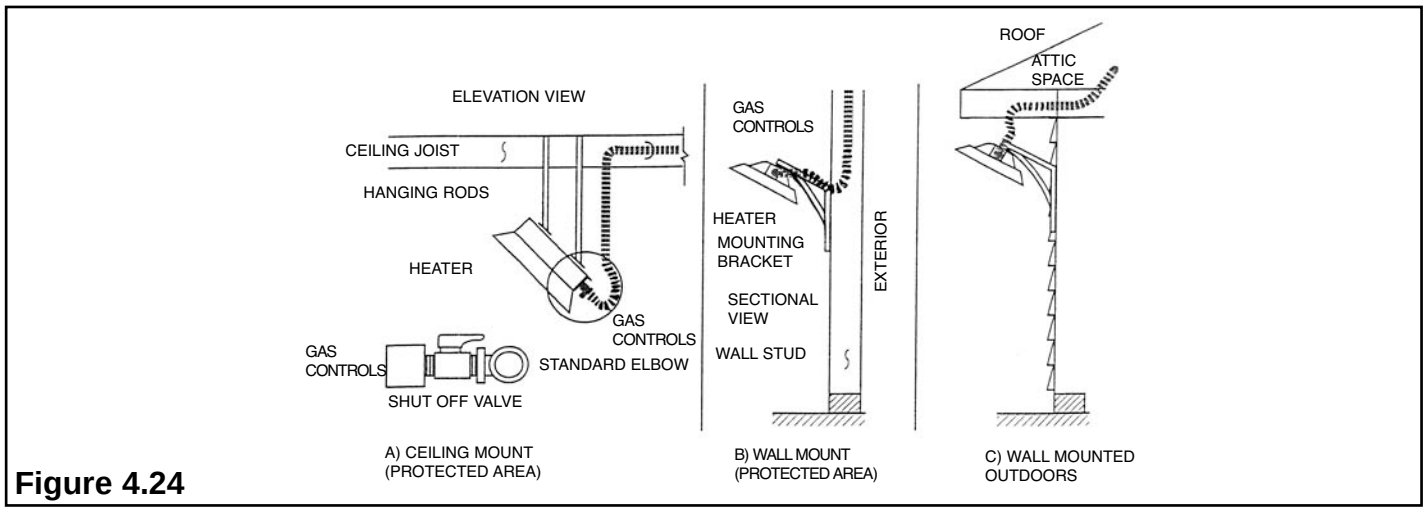

Figure 4.24
- Infrared heaters mounted from ceilings and from walls of structures shall be connected to the WARDFLEX® system as shown in Figure 4.24, and in accordance with WARD's instructions.